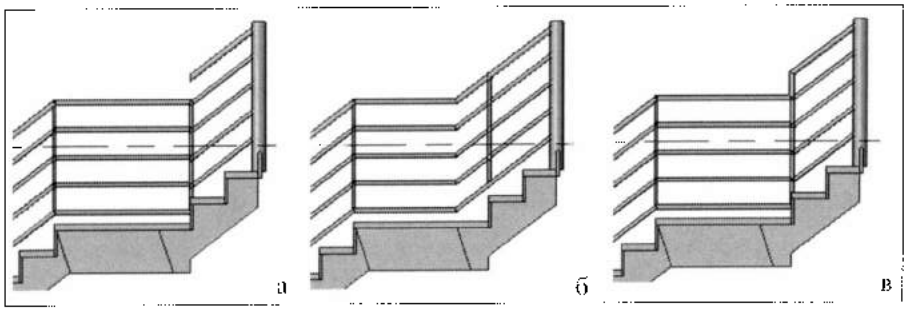

Рис. 20.4. *Формирование углового соединения (угловые стойки не показаны)*
4. В строке параметров выбрать из списка **Rail Join** (Стык направляющих) вариант соединения направляющих, одна из которых расположена на площадке, а вторая на ведущем вверх марше (рис. 20.4):